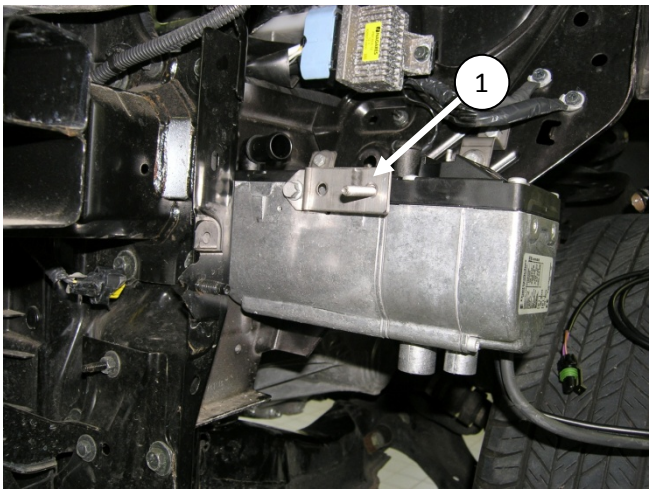

Bilde 5
Monter vannpumpe i gummiholder som vist her (1). Fest gummiholder på M6x30 bolten *(bilde 5)* med en M6 mutter.